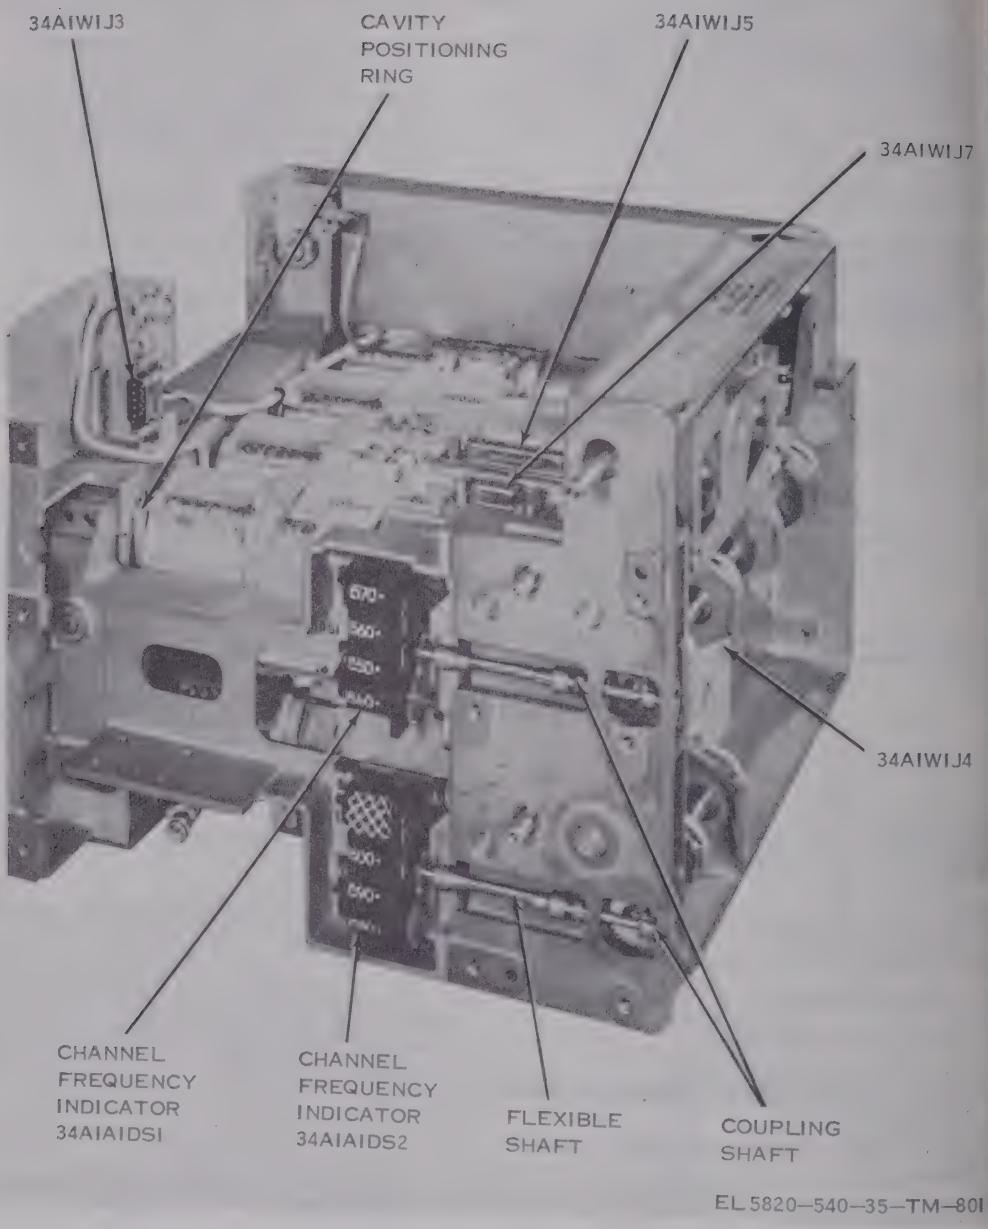

Figure 4-342. *Receiver RF head, 34, front view, front panel removed.*
b. Defective RF power monitor (fig. 4-342).	*b.* Replace 34A3 as described in para 4-181.